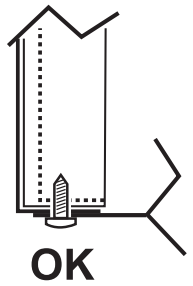

fig. 17 - upper screws mounting
3. Proceed in reverse order to reassemble the front panel. Make sure that it is correctly attached to the upper fixing and completely resting on the side panels. The head of the screw “A”, once tightened, must not be underneath the lower bending stop (see “fig. 17 - upper screws mounting”)..